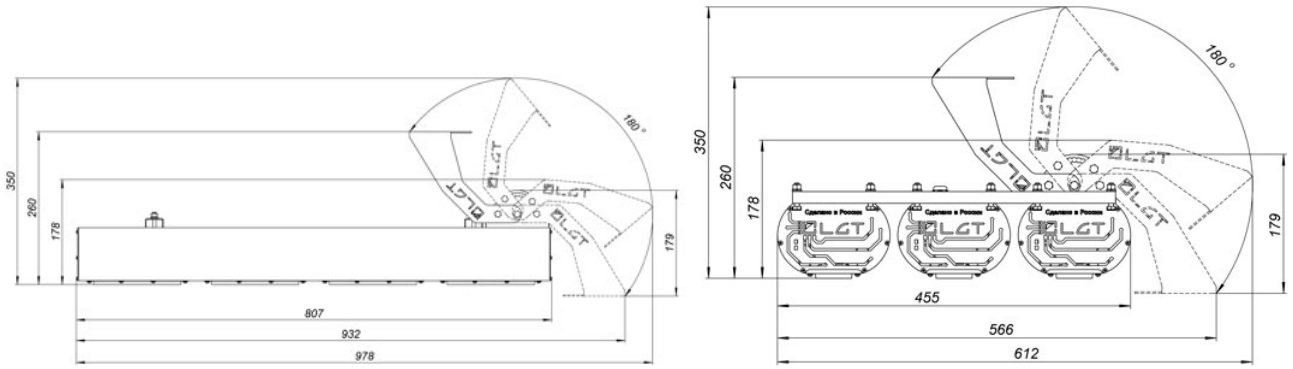

Рис. 8
6.7.8 Установить светильник под необходимым углом к освещаемому объекту и зафиксировать положение светильника с помощью винта М6. Шаг угла наклона 10 град. Максимальный угол поворота крепления потолочного на светильнике 180° (Рис. 8).